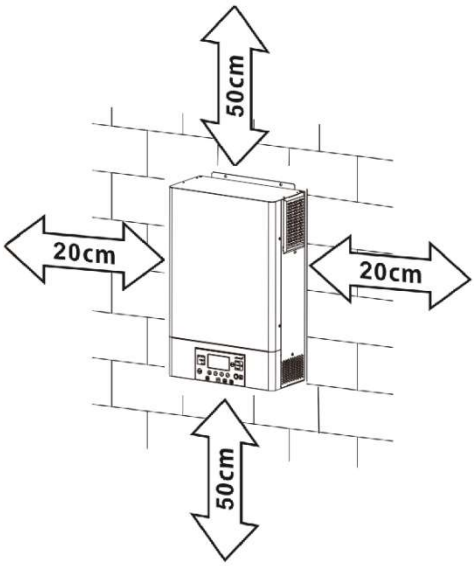

Fig. 5.1: Distancia mínima a otros objetos.
- Asegúrese de una distancia mínima a otros objetos y superficies como se muestra en **Fig. 5.1** para garantizar suficiente disipación de calor y tener suficiente espacio para retirar los cables.